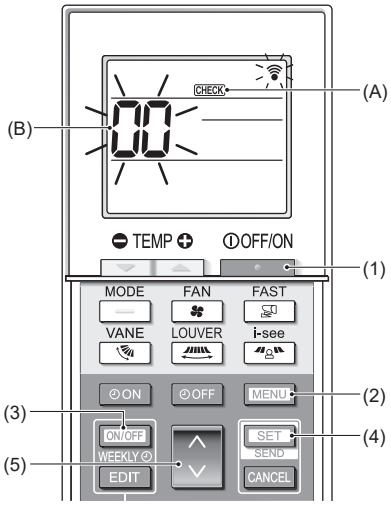

Abb. 7-6
7.3.2. Für die drahtlose Fernbedienung (Abb. 7-6)